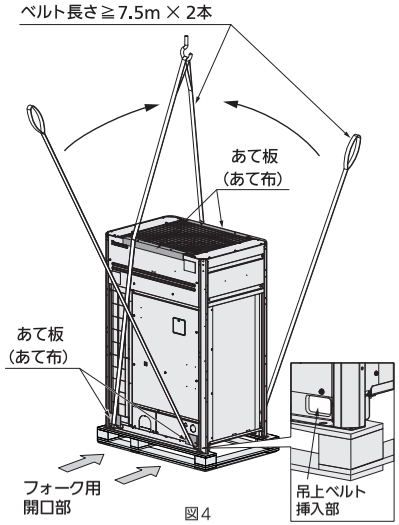

図4
**4-2.** フォークリフトで搬入する場合は、フォーク用開口部にフォークを通してください。（図4）
**4-3.** ユニット吊り上げ用のベルトは、長さ7.5m以上のものを2本使用してください。（図4）
**4-6.** ベルトが外装等に接触するところは、あて板やあて布を添えて外装に傷がつかないようにしてください。（図4）